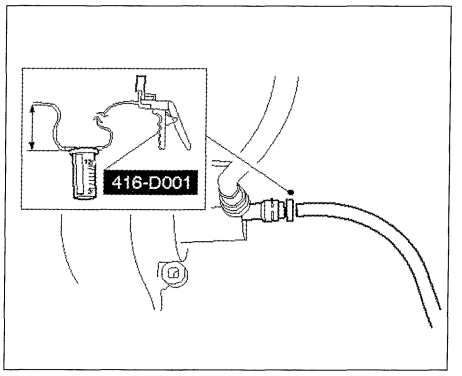

FIG. 6
*Asegurarse de que el depósito esté colocado por debajo del tornillo de purga **(fig. 6)**.*